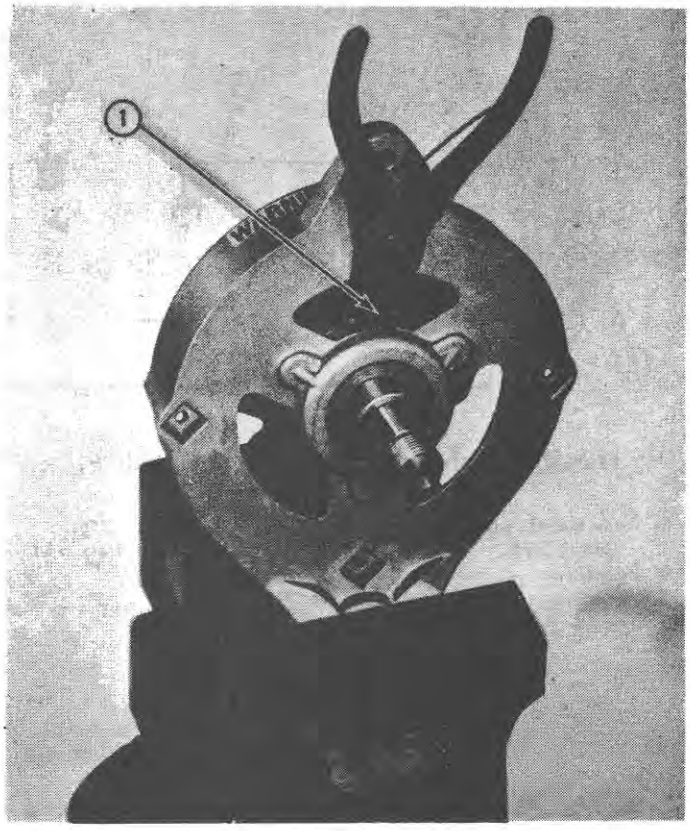

Figure 36
1. Using long nose pliers, compress the ears of the front bearing retainer, as shown in Figure 36. Lift the retainer free of the recess. After the rotor and front housing are separated, the retainer can be removed from the shaft.